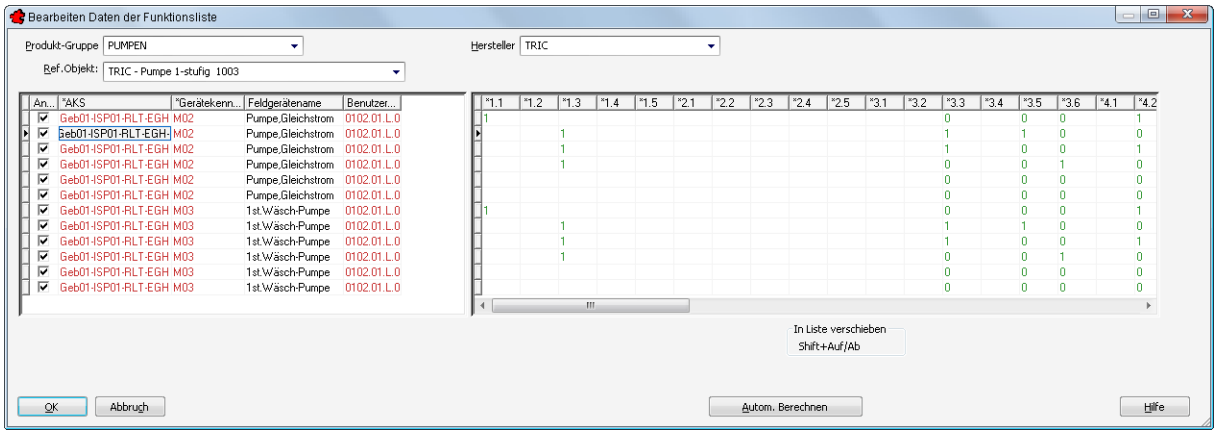

Bild 31.17 – Die Dialogbox *Funktionsliste global editieren*
- Rufen Sie den Befehl *Funktionsliste global editieren* aus dem Werkzeugkasten *TRIC_Funktionsliste* auf. Die Dialogbox *Bearbeiten Daten der Funktionsliste* erscheint (Abb. 31.17).